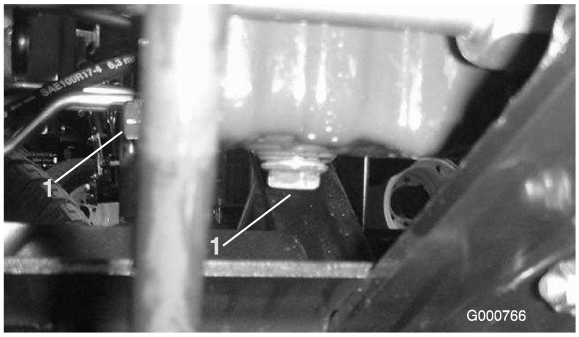

Figuur 42
1. Verwijder de aftapplug (Figuur 42) en laat de olie in een opvangbak lopen. Als er geen olie meer naar buiten stroomt, plaatst u de aftapplug terug.